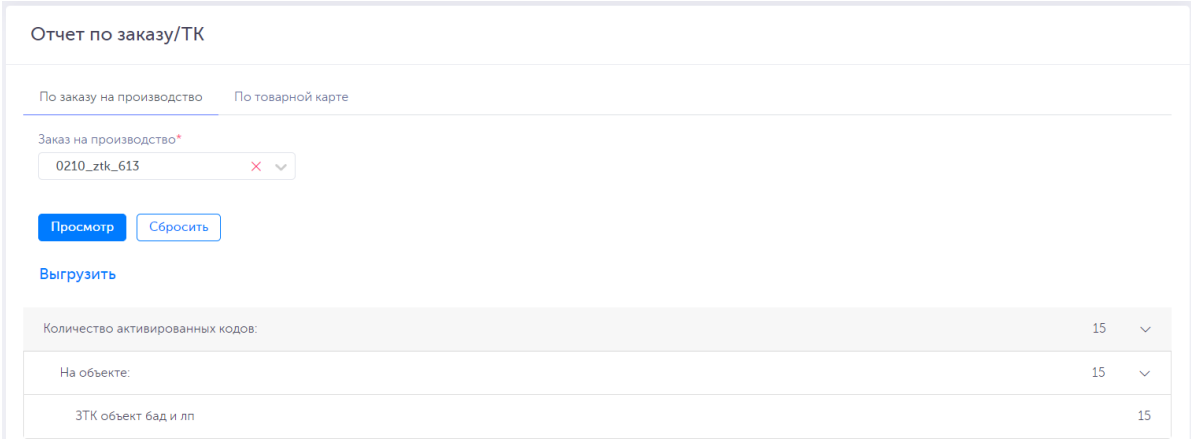

Рисунок 2-94
2) нажать на кнопку «Просмотр», после чего будет сформирован отчет по указанному заказу (Рисунок 2-94);